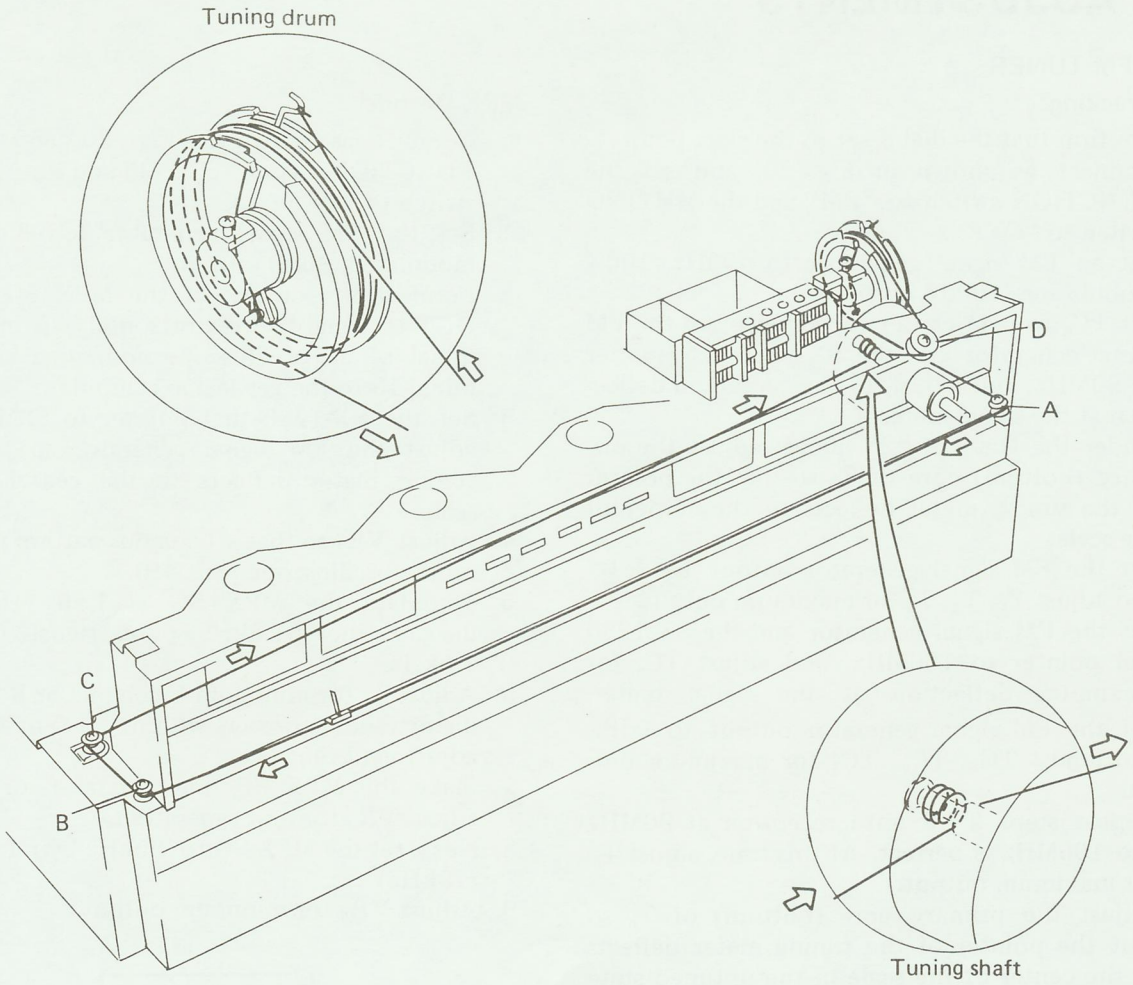

Fig. 15
6. Lead the cord out through the gap in the tuning drum, make half a turn, and then pass the cord over the pulleys A, B, and C in that order. Wind the cord 3 times around the tuning shaft and pass it over pulley D; then make 2 windings around the tuning drum, and finally tie it to the spring, making sure there is sufficient tension in the cord (Figs. 15, 16).